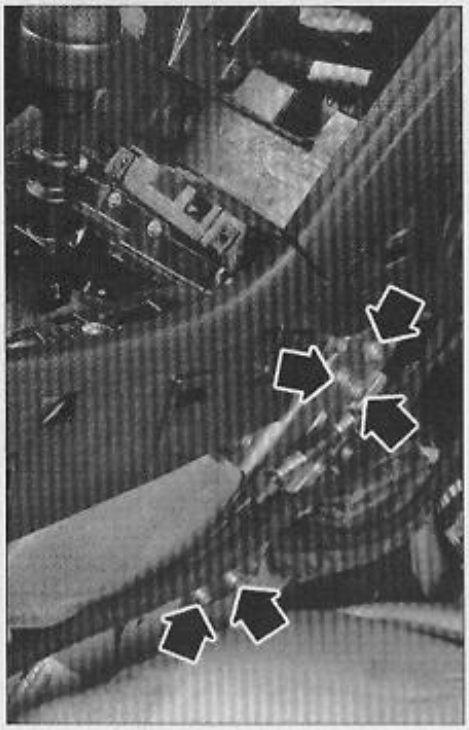

FIG. 12
- l'étrier de renfort (Fig.12).